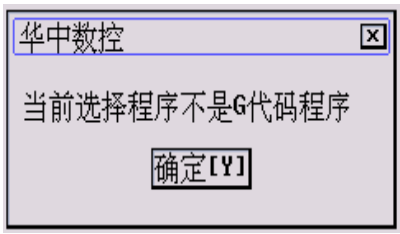

图 5.1.3 提示文件类型错
(9) 按 Enter 键，如果被选文件不是零件程序，将弹出如图 5.1.3 所示对话框，不能调入文件；